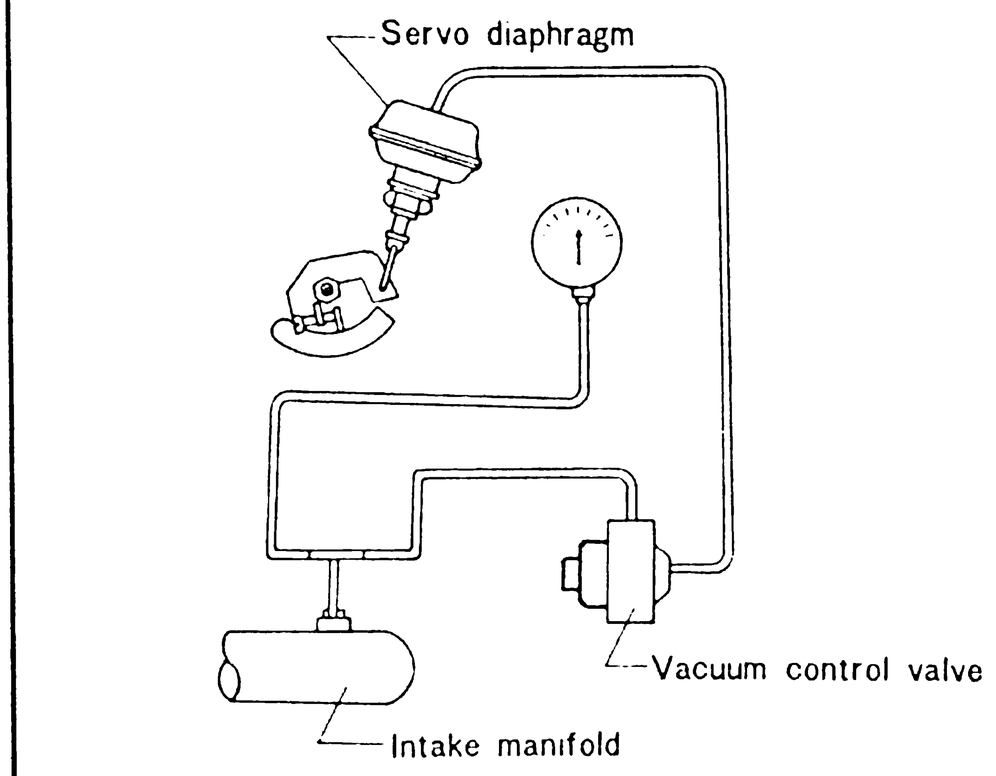

Fig. 2-30 Checking vacuum control valve
2. Disconnect the vacuum sensing tube (vacuum control valve ~ inlet manifold) at the inlet manifold and connect a vacuum gauge, as shown in Fig. 2-30. The vacuum gauge tube must have 0.12 in (3 mm) inner diameter and the length of the vacuum gauge tube must be within 6.6 ft (2 m).